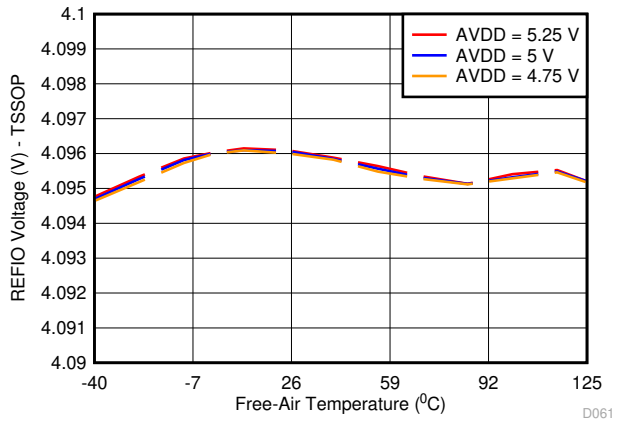
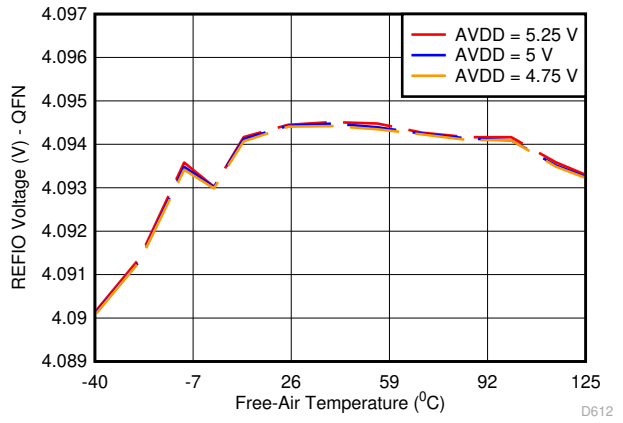

図 7-10. REFIO Voltage Variation Across AVDD and Temperature (PW Package)
図 7-11. REFIO Voltage Variation Across AVDD and Temperature (RUM Package)
The internal reference is also temperature compensated to provide excellent temperature drift over an extended industrial temperature range of –40°C to +125°C. 図 7-10 and 図 7-11 show the variation of the internal reference voltage across temperature for different values of the AVDD supply voltage. The temperature drift of the internal reference is also a function of the package type. 図 7-12 and 図 7-13 show histogram distribution of the reference voltage drift for the TSSOP (PW) and WQFN (RUM) packages, respectively.